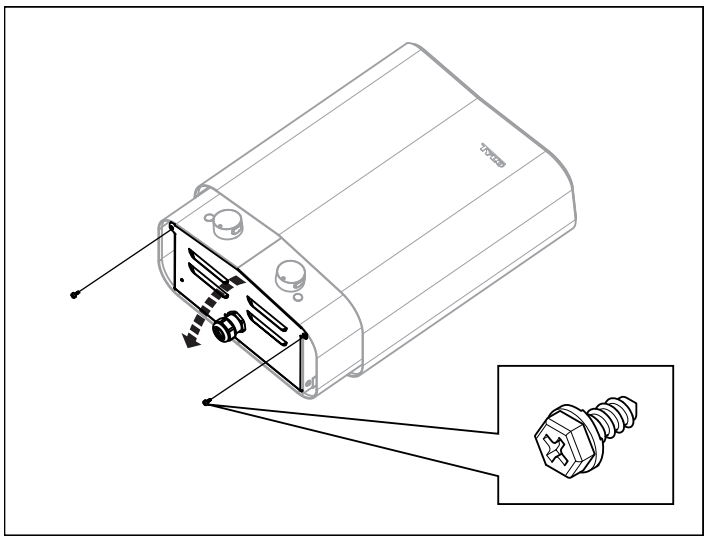

Afbeelding 5: De kap openen en sluiten
2. Draai de schroeven los en open de kap (zie afbeelding 5).
4. Sluit de kap en draai de schroeven vast (zie afbeelding 5).